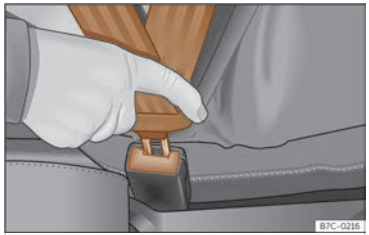

Fig. 20 Insert the latch plate of the seat belt into the buckle.
- Insert the buckle plate in the buckle of the correct seat ››› **Fig. 20**.